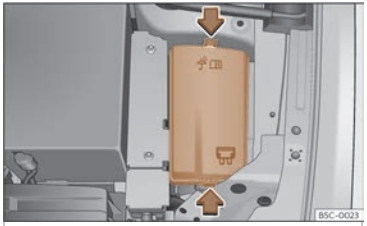

Fig. 49 Al compartiment del motor:tapa de la caixa de fusibles.
- Pressioneu les pestanyes de bloqueig per desbloquejar la tapa de la caixa de fusibles ››› **fig. 49**.